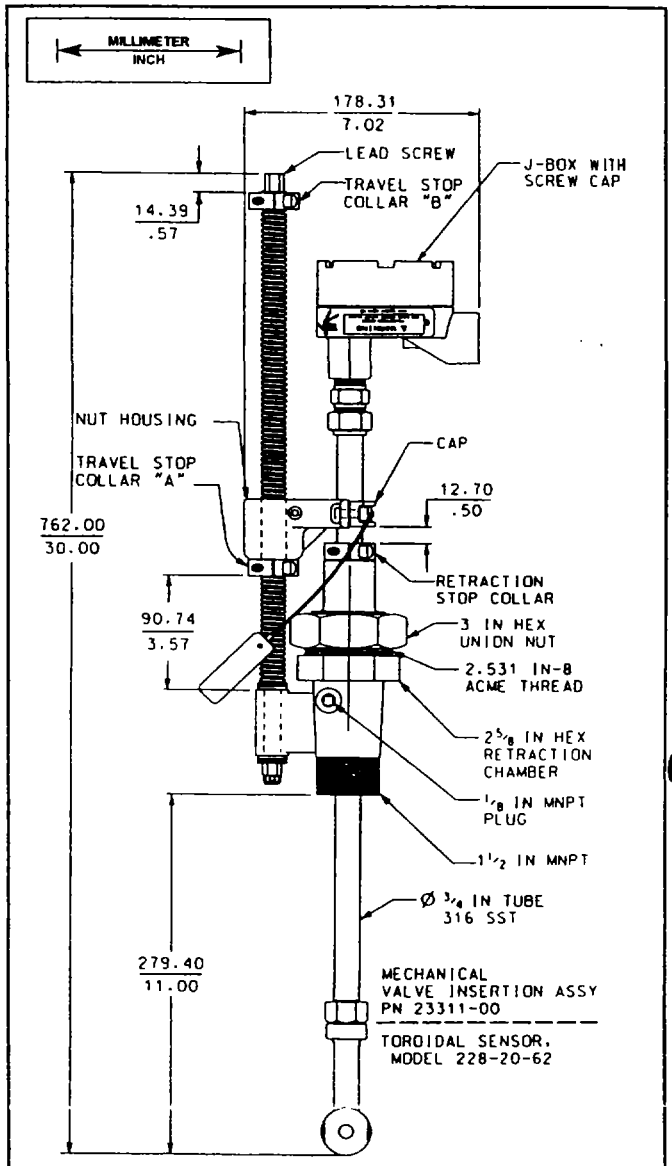

FIGURE 11. Mechanical Retraction Assembly
1. Thread the sensor cable through the tube into the junction box. Screw the sensor into the tube. Hand tighten the sensor an additional half turn once the gasket is seated. See Figure 11.
19. (Mechanical) Lock the retraction stop collar into position (see Figure 11 or previously marked position for proper location).
21. (Mechanical) Install the nut housing cap (see Figure 11 or previously marked position for proper location).